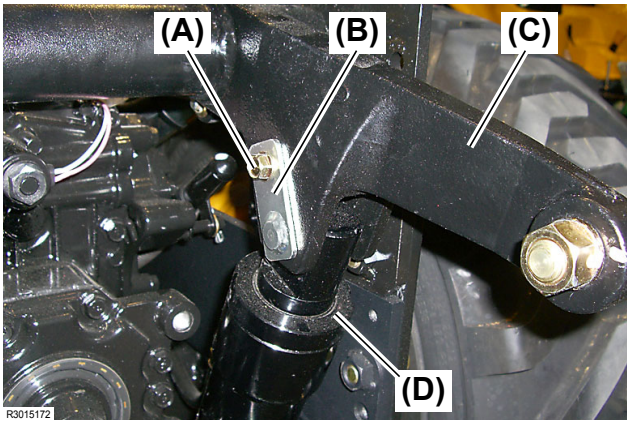

Fig. 3
2. Remove the M8 × 20 mm (L: 0.8 in.) bolt **(Fig. 3, (A))**.
3. Pull out the lift arm pin **(Fig. 3, (B))** and separate the lift arm **(Fig. 3, (C))** and the lift cylinder **(Fig, 3, (D))**.